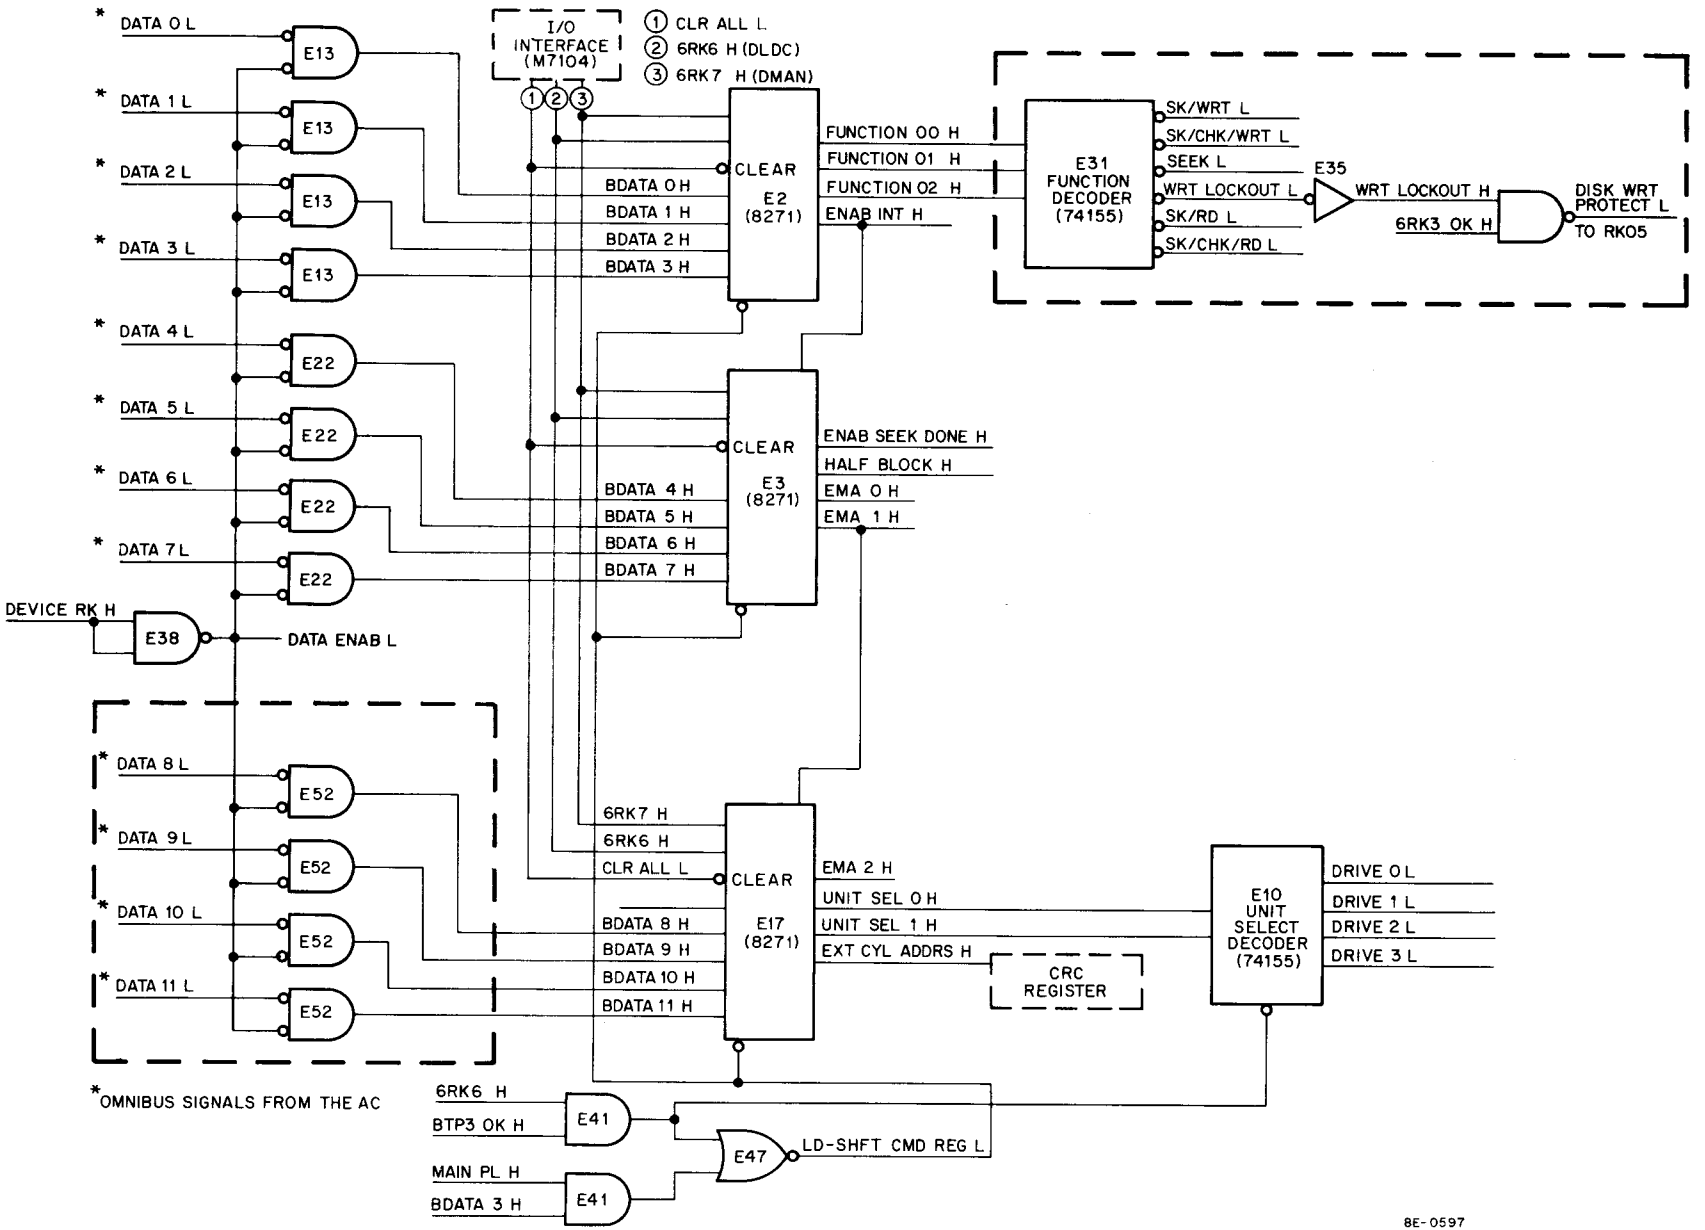

Figure 11-20 Command Register
The Command Register (Figure 11-20) is loaded from the AC by a 6RK6 (DLDC) instruction. The Command Register (Table 11-13) is used to select a disk function, enable interrupts, read or write 128 words instead of 256, address extended memory, select a unit, and provide a bit (EXT CYL ADDRS) for cylinder addressing. The Command Register consists of three 8271 ICs (see Volume I, Appendix A for truth table, logic, and timing diagram) that contain 12-flip-flops, which are set or cleared by bits from the AC. The inputs to the flip-flops are enabled by DEVICE RK H, which asserts DATA ENAB L when the 6RK6 instruction is executed by the program to load the Command Register. The outputs of the Command Register are applied to a function decoder, unit select decoder, and the RK8-E control logic. Note that bit 11 is applied to the CRC Register to be used in cylinder addressing.
11.15.3.1 Function Decoder – The function decoder (Figure 11-20) is an 74155 IC that decodes function bits 00–02 and determines what function is to be performed by the RK8-E and the selected RK05. The 74155 IC (see Section 7 for the truth table, pin locator, and logic diagram) is a 3-line to 8-line decoder that generates a low on one output line to select one of the RK8-E functions (Table 11-13). As an example, if F00 is high and F01 and F02 are low, the function is to seek a cylinder, check the HEADER, and write data on the specified sector.
11.15.3.2 Unit Select Decoder – The unit select decoder (Figure 11-20) decodes the unit select bits (UNIT SEL 0 and UNIT SEL 1) from the Command Register to select one of the RK05 Disk Drives. The unit select decoder is a 74155 IC that decodes the two unit select bits and grounds one of the unit select lines. The 74155 IC (see Section 7 for truth table, pin locator, and logic) is used as 2-line to 4-line decoder that grounds one of the unit select lines and selects one of the RK05 Disk Drives. As an example, if both unit select bits are high (11), pin 4 on the 74155 IC is grounded and drive 3 is selected for an operation.